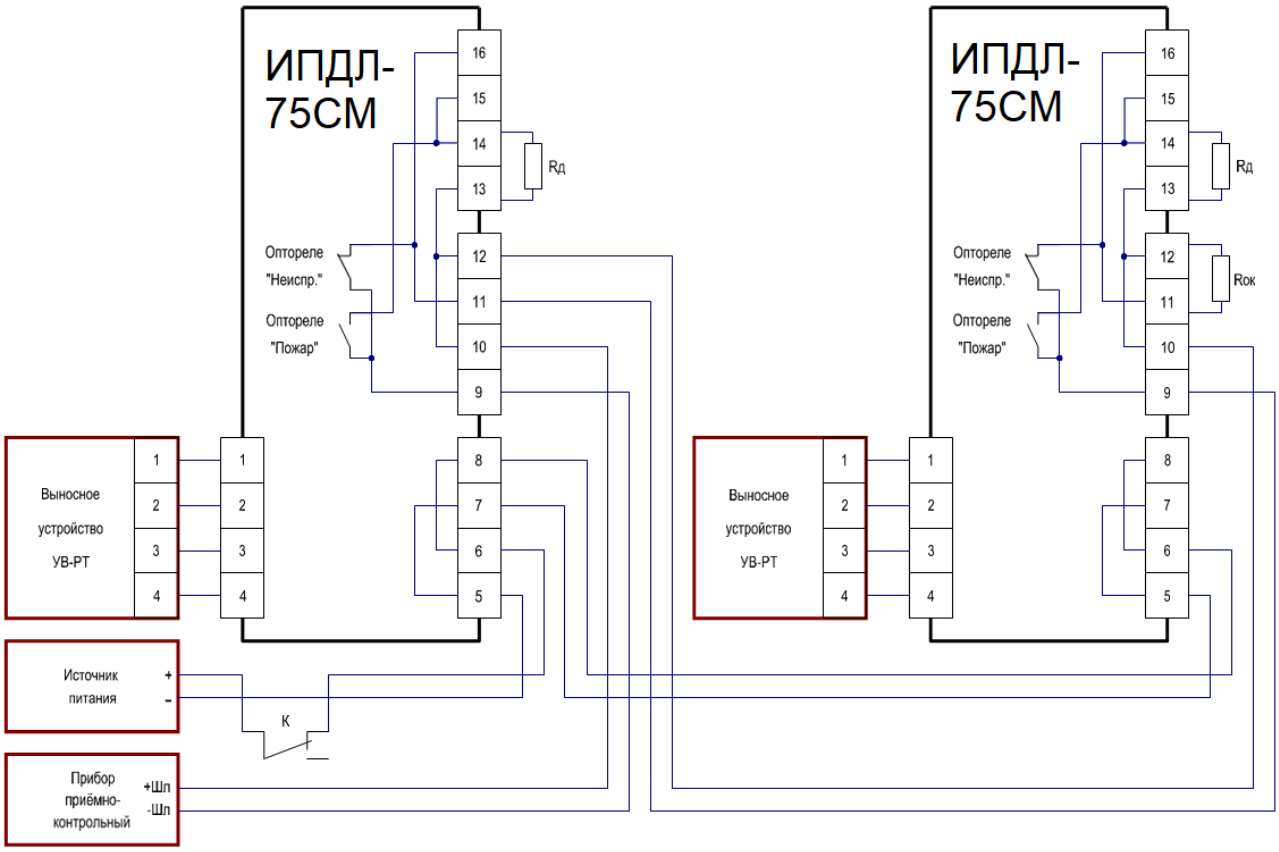

Рисунок 9
3.9.2 Схема с добавочным резистором Rд (рисунок 9). В этой схеме используются нормально-разомкнутые контакты оптореле «Пожар», которые при срабатывании извещателя подключают в шлейф добавочный (дополнительный) резистор Rд параллельно оконечному резистору Rок. Движок «2» переключателя приёмо-передатчика должен быть выключен. Контакты «К» (кнопка или реле) необходимы для сброса сработавшего состояния извещателя.